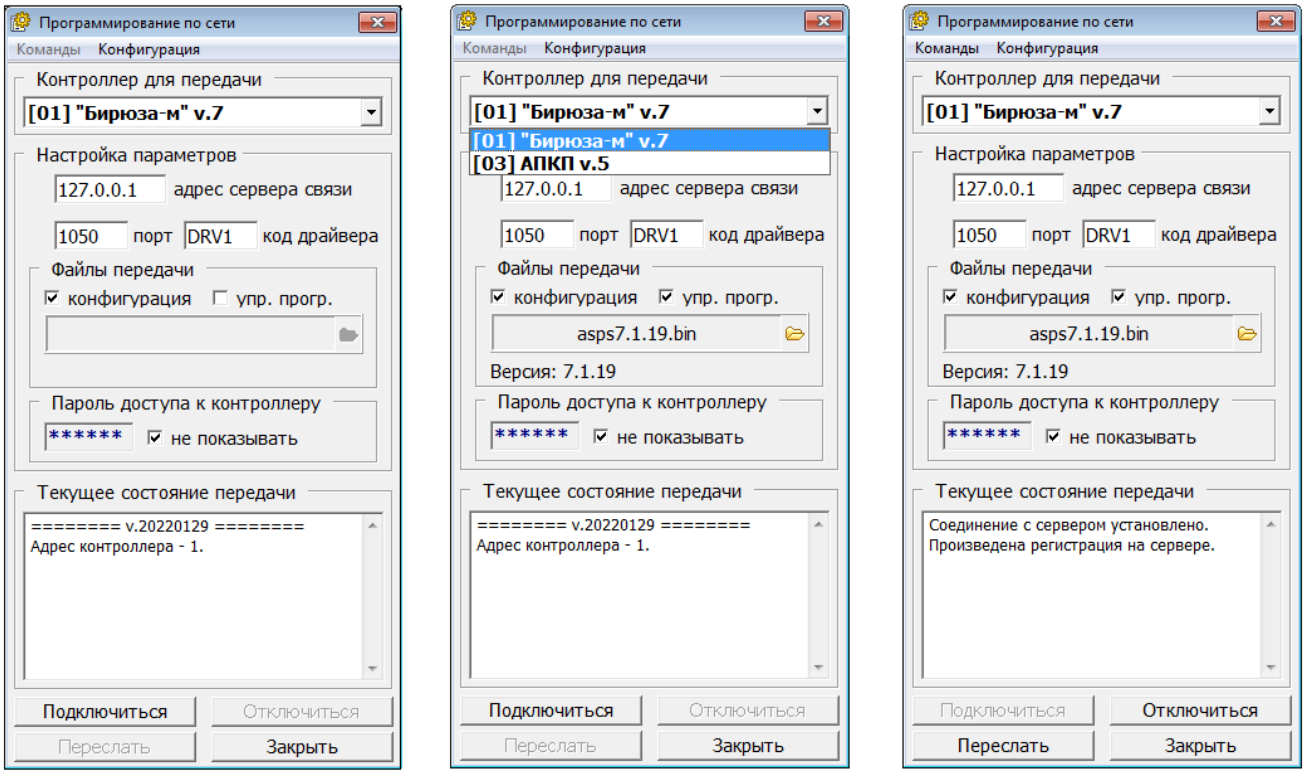

Рисунок 107. Программирование прибора по сети
1) В меню «Инструменты» приложения «Конфигуратор 777+» выбрать функцию «Программирование v.3-v.7 через локальную сеть», при этом откроется окно «Программирование по сети» (рисунок 107/1).
2) В выпадающем меню «Контроллер для передачи» выбрать из списка приборов конфигурации программируемый прибор (рисунок 107/2).
6) В окне «»Программирование по сети нажать кнопку «Подключиться» и убедится в окне «Текущее состояние передачи» об успешной установке соединения с сервером – станет доступна кнопка «Переслать» (рисунок 107/3). В случае ошибки подключения проверить настройки подключения к серверу и код драйвера ИСБ «777».